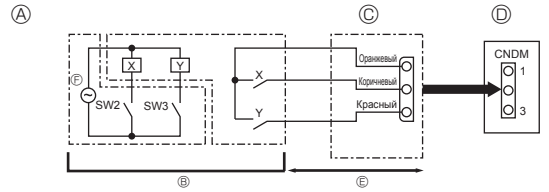

Fig. 8-2
8.2. Специальные функции (модификация “на месте”) (Fig. 8-2)